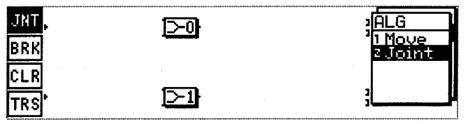

Fig.5
5. Press FUNC2 key to call "Joint" on the display. (See Fig.5. P6)
5．FUNC２キーを押して Joint を呼び出す。(Fig.5.P6)